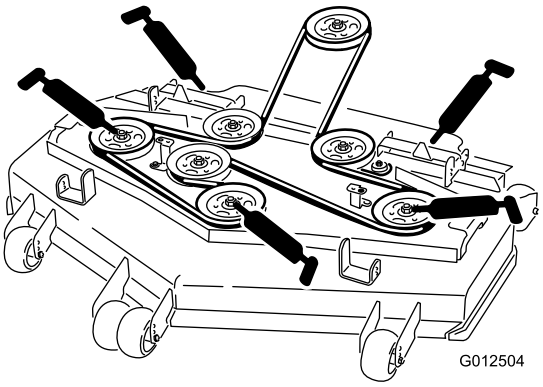

Figur 30
4. Smörj de tre spindellagren tills det tränger ut smörjfett (Figur 30).
5. Smörj nipplarna på skjutarmarna (Figur 30).